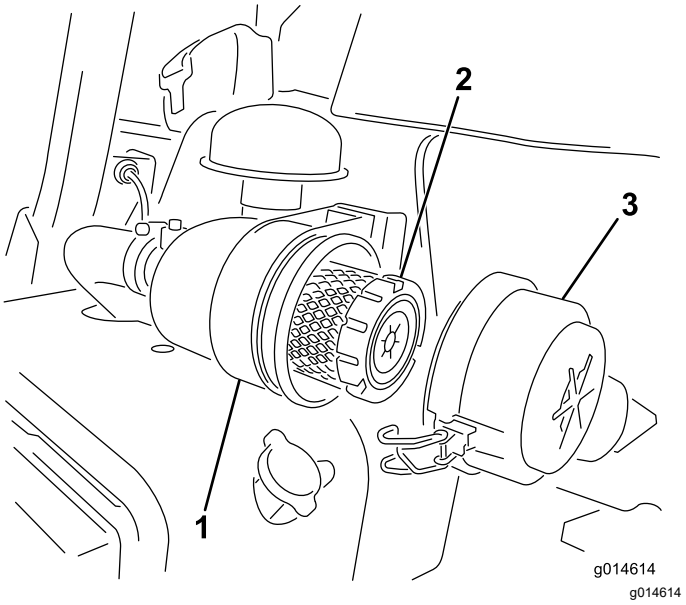

Figur 29
1. Åbn låsene, der fastgør luftfilterdækslet til luftfilterhuset (Figur 29).
7. Fastgør låsene (Figur 29).